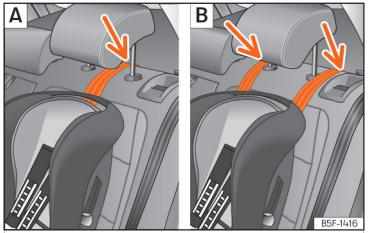
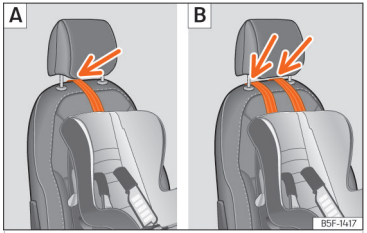

**Fig. 44** Rear seats: adjustment and assembly according to the Top Tether belt.
**Fig. 45** Front passenger seat: adjustment and assembly according to the Top Tether belt.
- Position the belt under the headrest (according to the instructions of the seat itself, lift or remove the headrest if necessary) ››› Fig. 44, ››› Fig. 45.